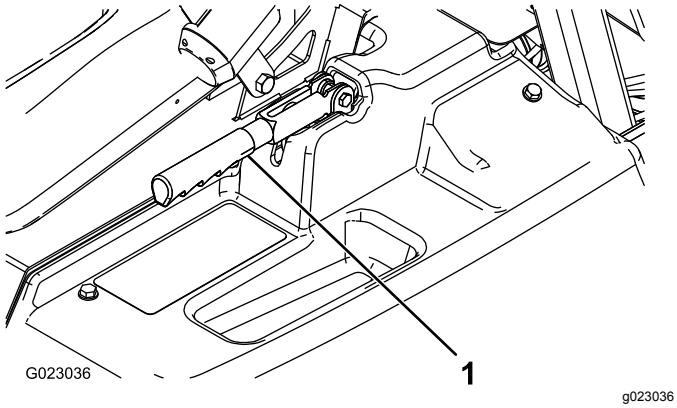

**Figuur 48**
2. Draai de stelschroef los waarmee de knop is bevestigd aan de parkeerremhendel (Figuur 48).